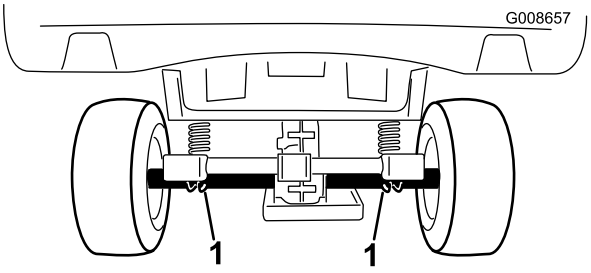

Figuur 26
- Het hefpunt aan de achterzijde van de machine bevindt zich onder de asbuizen (Figuur 26).